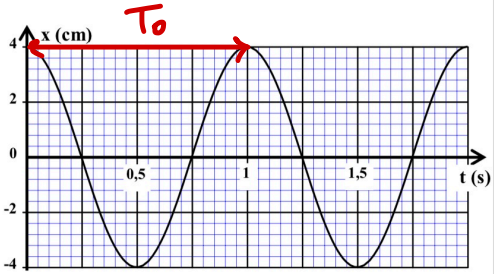

Figure 4
On écarte (S) de sa position d'équilibre et on le lâche, sans vitesse initiale, à la date t = 0. (S) se met alors à osciller sans frottement. On visualise, à l'aide d'un dispositif informatique approprié, la courbe x = f(t) (figure 4).